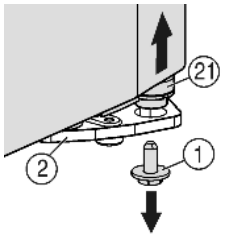
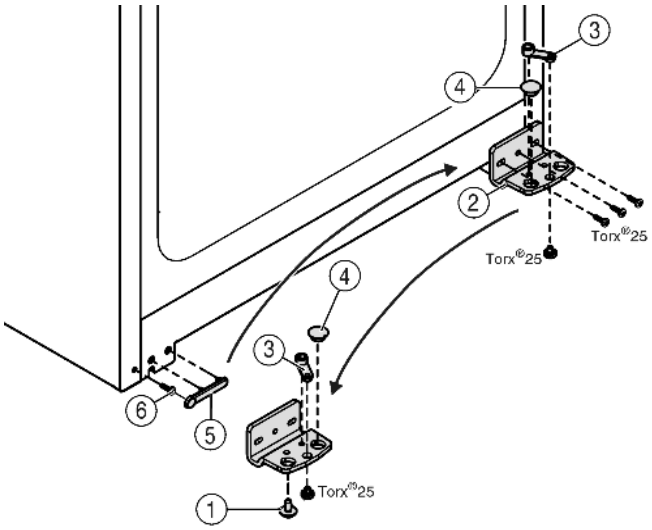

Fig. 5
Fig. 6
- ▷ The bearing pin *Fig. 5 (21)* should come out of the turn hinge *Fig. 6 (2)*.
- ▶ If the bearing bolt *Fig. 5 (21)* doesn't undo press it out from underneath.
- ▶ Unscrew the turn hinge *Fig. 6 (2)*.
- ▶ Unscrew the bearing element, *Fig. 6 (3)* transfer it to the opposite location hole of the turn hinge and screw it firmly into place.
- ▶ Take the stopper *Fig. 6 (4)* out of the turn hinge and transfer it to the receiving hole on the opposite side of the turn hinge.
- ▶ Carefully lift off the cover *Fig. 6 (5)* on the handle side.
- ▶ Undo the screw *Fig. 6 (6)* and transfer it to the opposite side.
- ▶ Put the cover *Fig. 6 (5)* back on.
- ▶ Screw the turn hinge *Fig. 6 (2)* firmly into place on the new hinge side **(with 4 Nm)**, possibly using a power screwdriver.
- ▶ Insert the securing screw *Fig. 5 (1)* at the bottom into the bearing pin and tighten it **(with 4 Nm)**.